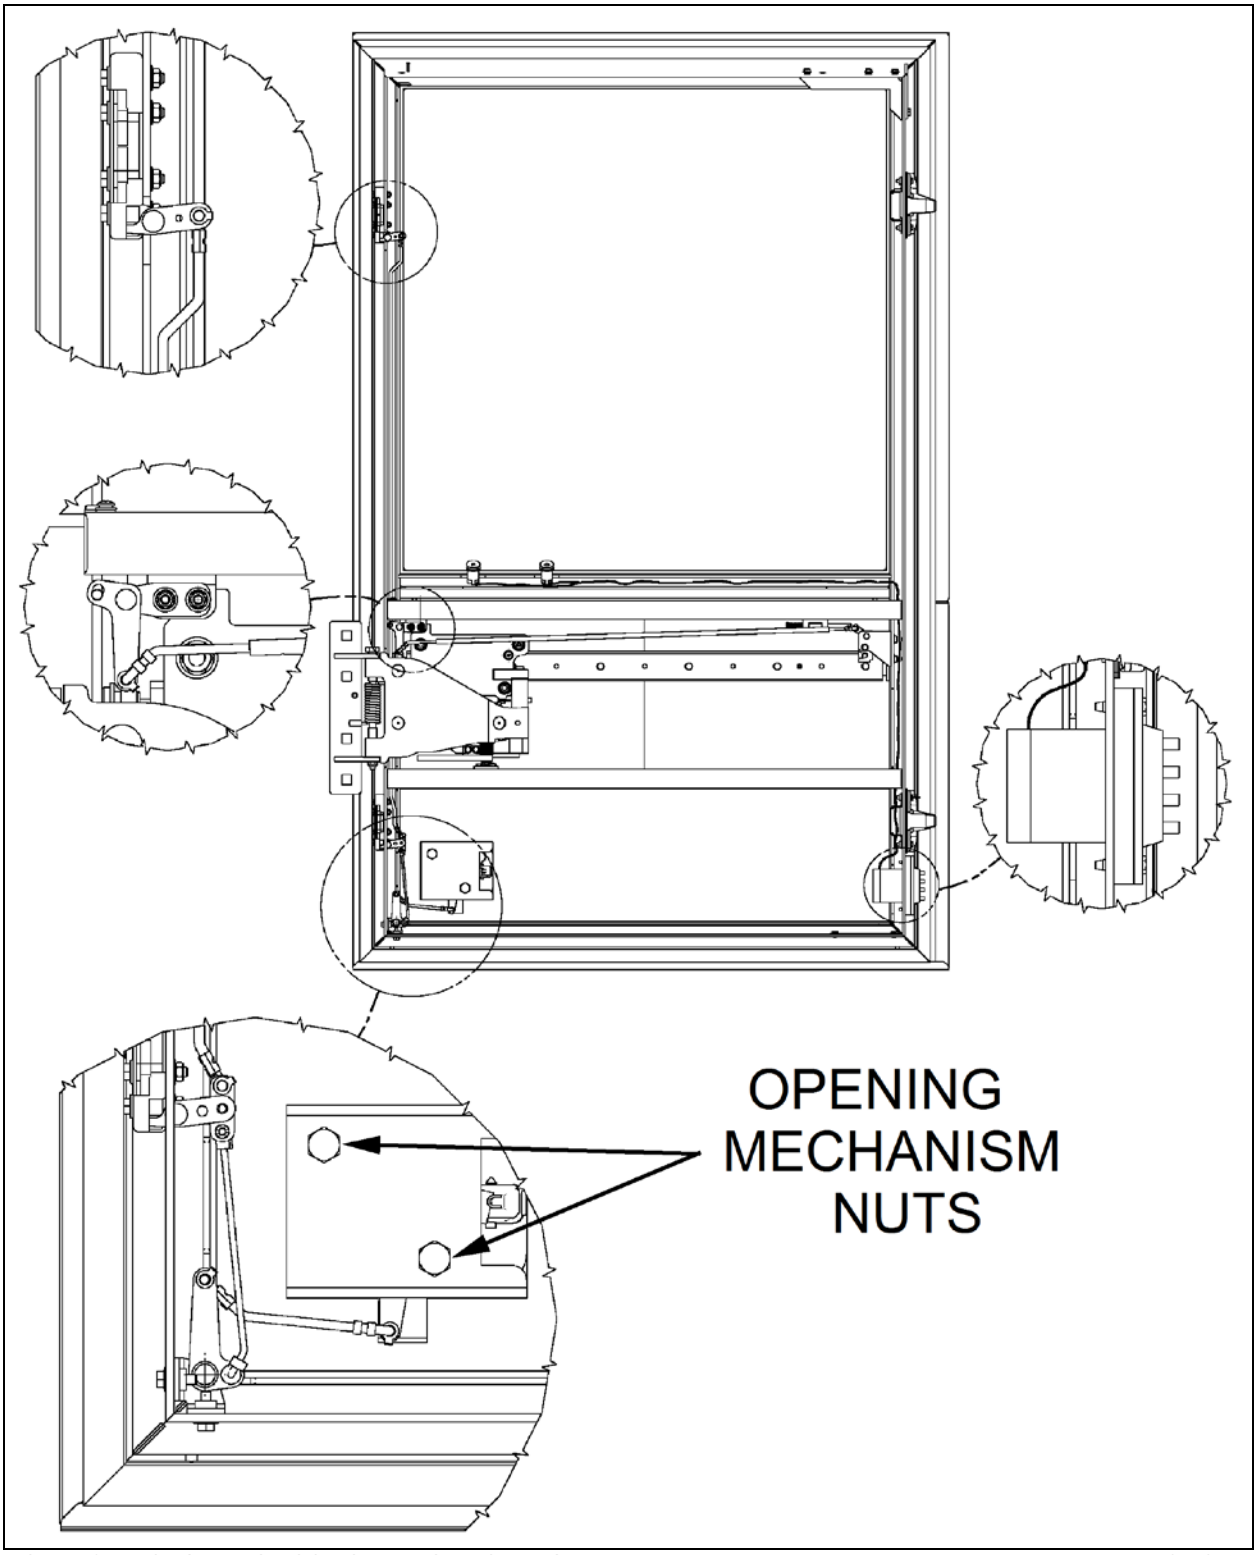

FIGURE 64: WCL SLIDING DOOR OPENING MECHANISM **18740**
2. Using a rubber mallet, adjust the lower part of pantograph arm in order to get 4 ± 1 mm between lateral panel and engine door (Refer to figures 64 and 66).